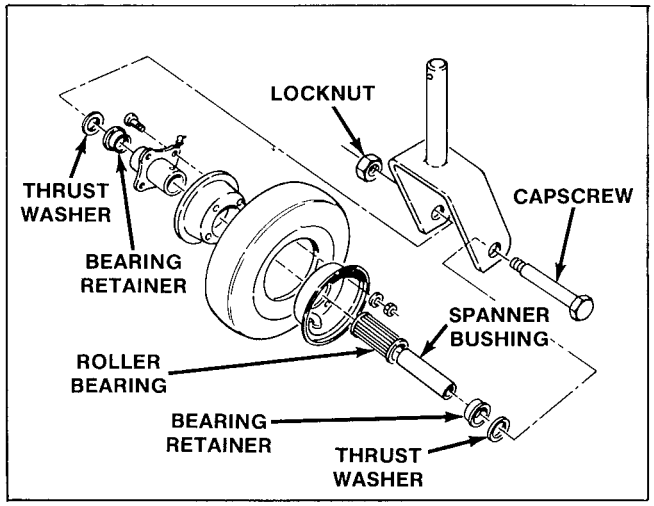

Figure 23
1. Remove locknut from axle holding castor wheel assembly between castor fork (Fig. 23). Grasp castor wheel and slide axle out of fork.
Note: Account for the two thrust washers (Fig. 23).
2. Tip wheel to the side and allow roller bearing and spanner bushing to fall out (Fig. 23).
6. Pump grease through grease fitting on axle (Fig. 23) until bearing is greased thoroughly.